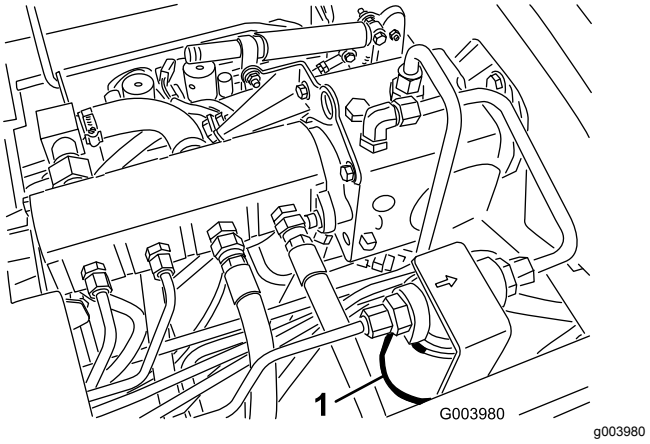
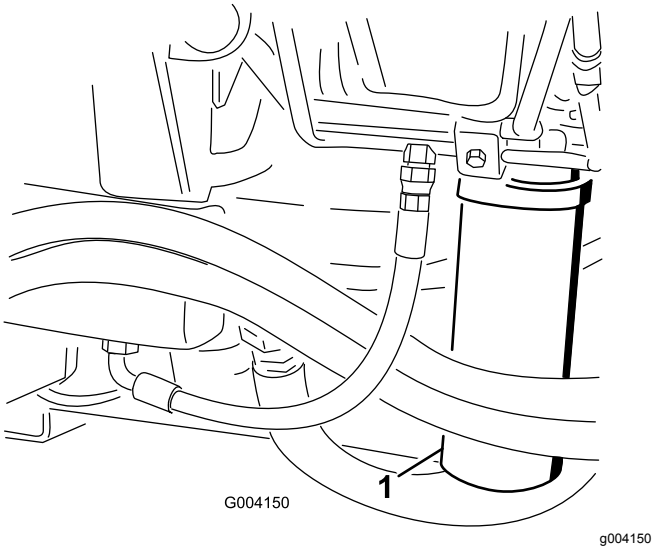

Figur 77
Figur 78
2. Rengør området rundt om filtermonteringsområdet, og sæt en bakke under filteret (Figur 77) og (Figur 78).